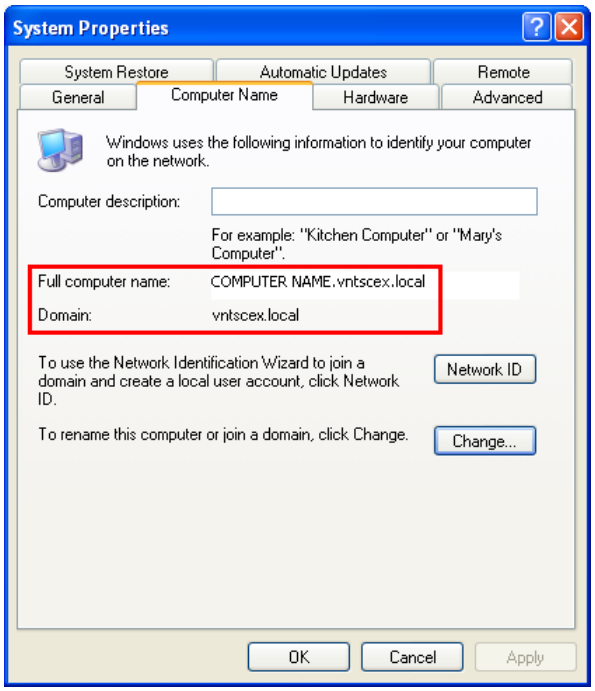

Figure D-1 System Properties in Windows XP
b. The *Systems Properties* dialog box will open. Select the *Computer Name* tab (Figure D-1).
c. The *Full computer name* consists of computer name and domain. The computer name without the *Domain* at the end is the desired SQL Server instance name (e.g. in Figure D-1 only COMPUTER NAME is needed, not *.vntscex.local*).